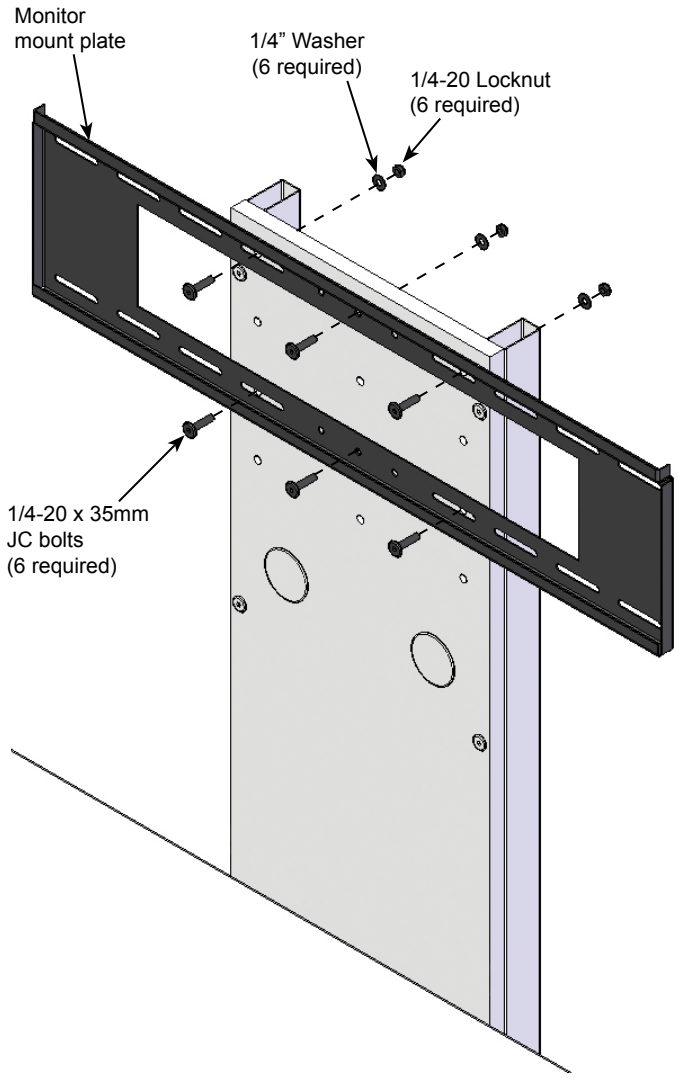

Figure 4B
2. Attach the monitor mount plate to the front (laminate) panel with (6) 1/4-20 x 35mm JC bolts, 1/4” washers, and 1/4-20 locknuts. Tighten bolts equally and securely. **Figure 4B**.